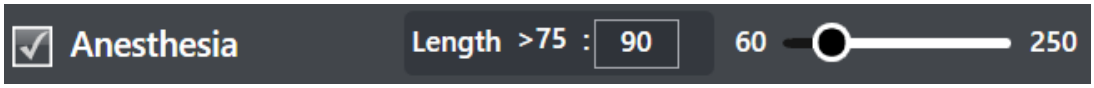

Figure 6.40 *Anesthesia Length Selection Slider*
1. Click Anesthesia checkbox on the task panel. The anesthesia slider will appear on planned trajectory as shown in figure 6.40 below.